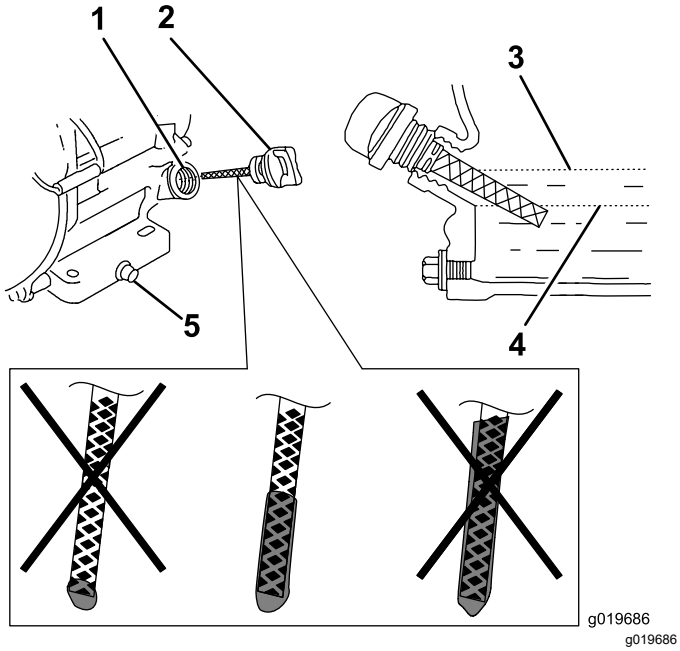

Figur 30
6. Tag målepinden ud, og kontroller motoroliestanden (Figur 30).